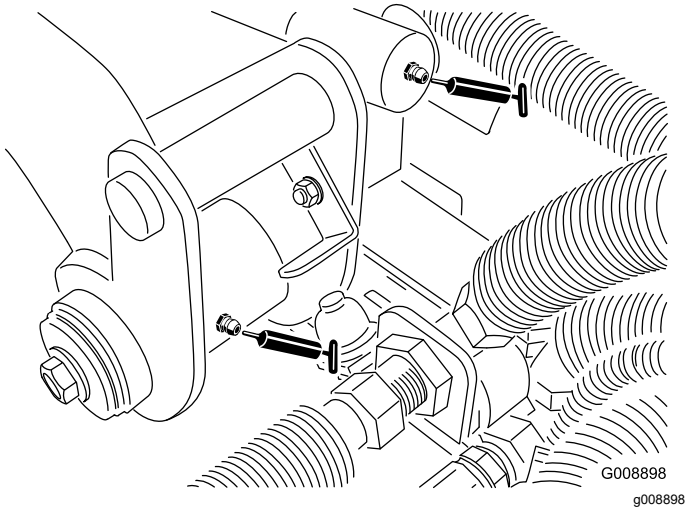

**Figur 49**
- Bakre løftearmstapp og løftesylindere (2) (Figur 49)